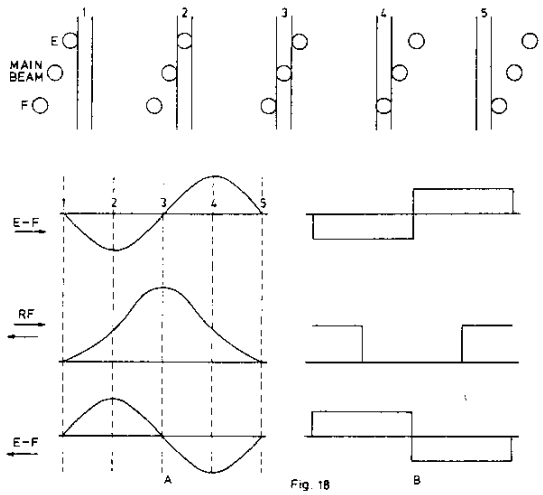

Fig. 18
Figure 18 shows a complete track passage with the associated amplitudes of the radial difference signal and the RF signal (A). It clearly shows that in one direction the radial difference signal is lagging relative to the RF signal and leading in the other direction. The RF signal is amplified, limited, rectified and inverted.